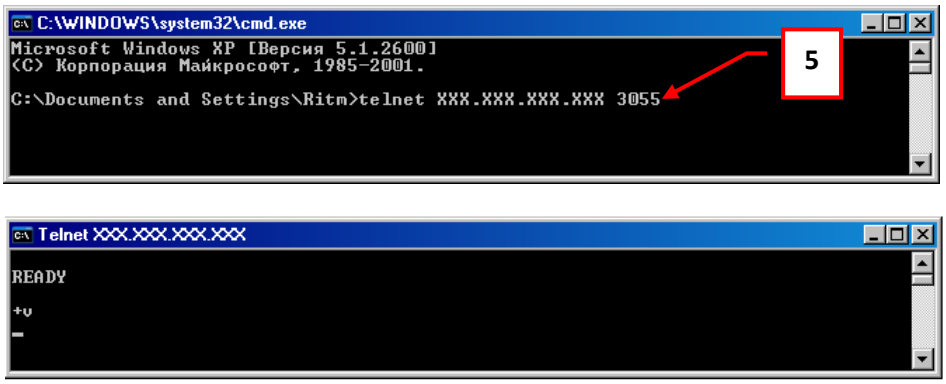
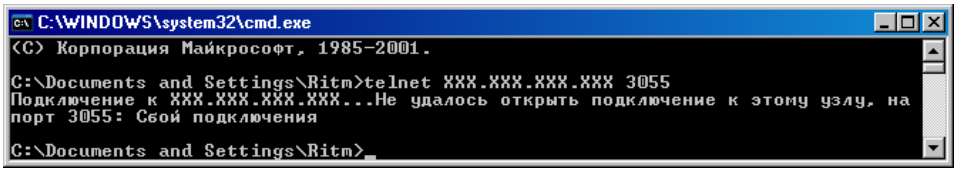

Рис.4.1.2. Проверка порта TCP 3055
Рис.4.1.3. Сбой подключения на порт TCP 3055
5. Ввести telnet XXX.XXX.XXX.XXX 3055, где вместо «иксов» должен быть введен внешний статический адрес сервера, и нажать «Enter» (см. рис. 4.1.2.).
Если появилась надпись «READY», как показано на рис.4.1.2., порт 3055 открыт. Если появилась надпись «Сбой подключения», порт 3055 закрыт (рис. 4.1.3).